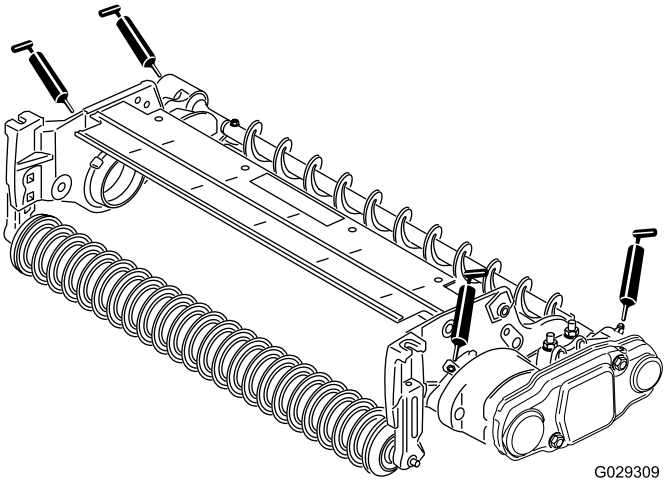

Figura 19
26. Lubrique los engrasadores situados en cada uno de los alojamientos de cojinete del cepillo del rodillo y en el resto de la unidad de corte con grasa de litio Nº 2 de propósito general (Figura 19).